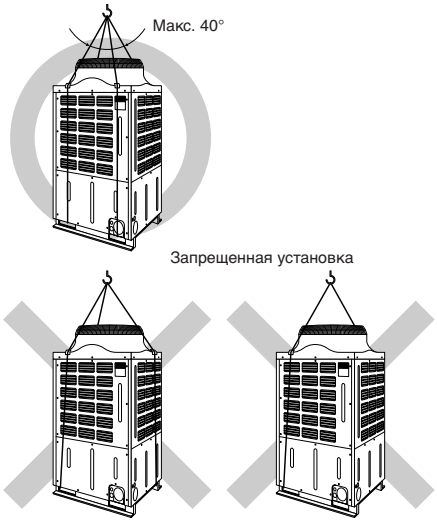

Fig. 3-3
3.3. Меры предосторожности при подъеме прибора (Fig. 3-3)